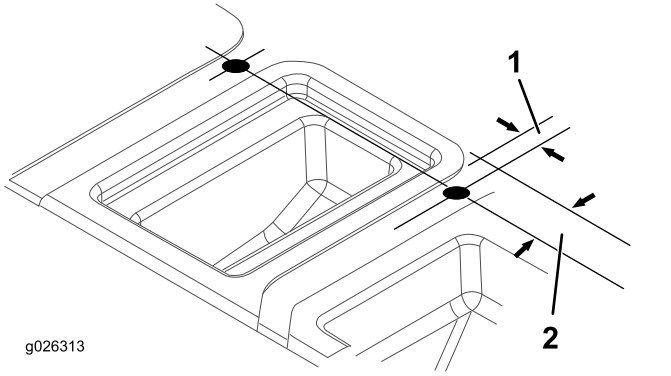

Figur 10
5. Bruk målene som vises på Figur 10 til å finne, markere og bore to hull (25 mm) på toppen av setebasen. Finn et hull på hver side av midtrommet.